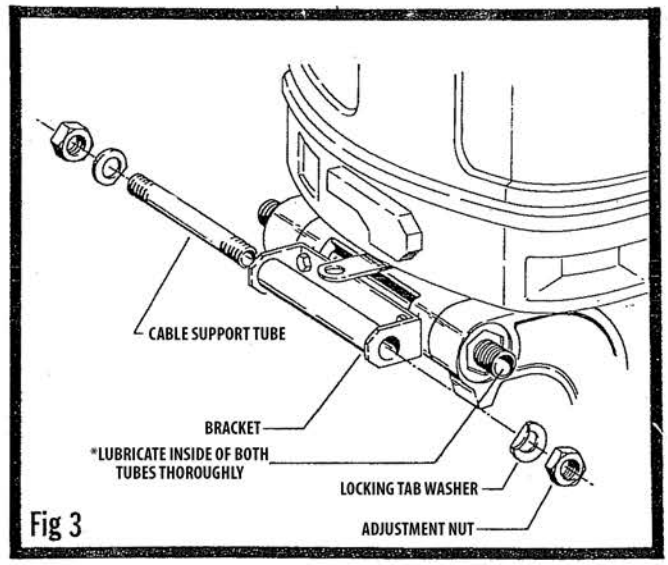

Fig 3
B. Install steering cable support tube into mounting bracket using the two adjustment nuts and locking tab washers. Do not tighten at this time. See Figure 3.